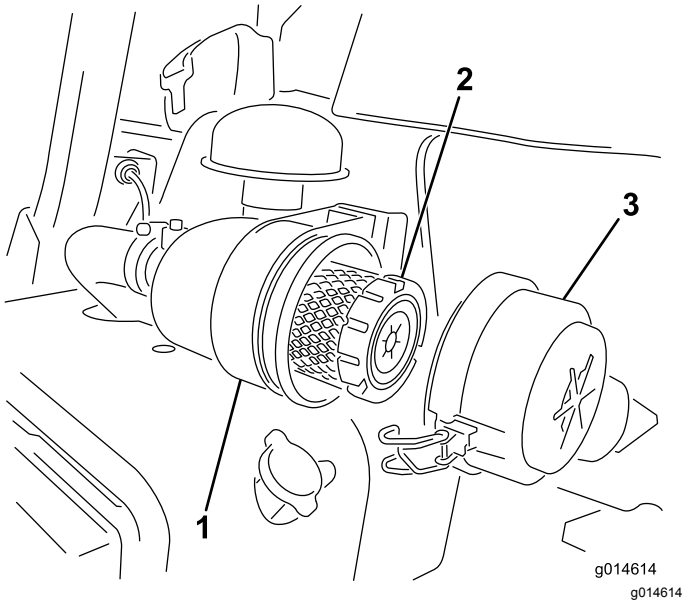

**Rysunek 45**
1. Zwolnij zaczepy mocujące pokrywę filtra powietrza do obudowy filtra powietrza (Rysunek 45).
6. Zamocuj za pomocą zaczepów (Rysunek 45).